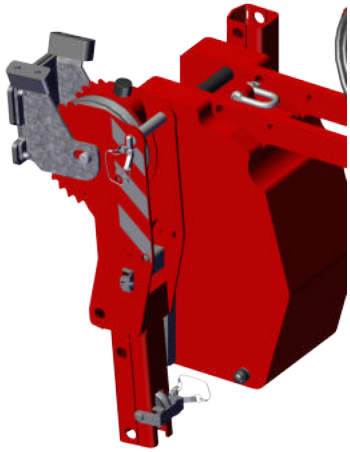

Figur 4.9 Spilhoved på kontravægt
1. Fjern spilhovedet fra støtten på kontravægten (se *Figur 4.9*).
2. Fastgør spilhovedet i kranarmen med låsestiften (1), og fastgør stiften.